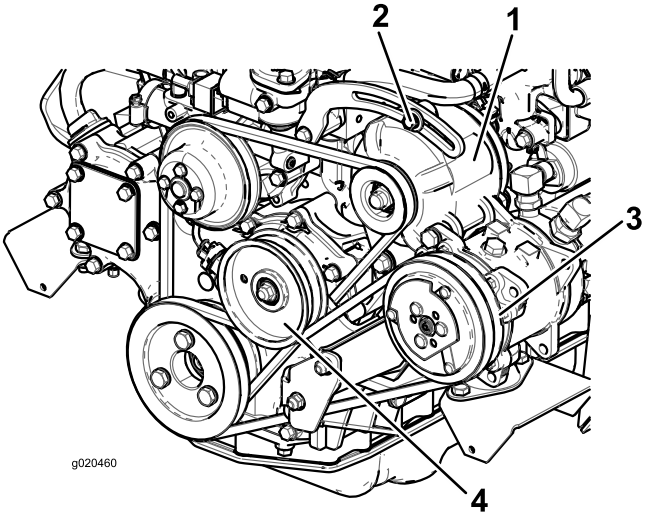

Figuur 69
Controleer de conditie en de spanning van de riem (Figuur 69) om de 100 bedrijfsuren.
2. Als de speling niet correct is (10 mm), moet u de montagebouten van de wisselstroomdynamo losdraaien (Figuur 69). Verhoog of verminder de spanning van de riem van de wisselstroomdynamo en draai de bouten vast. Controleer nogmaals de speling van de riem om zeker van te zijn dat de spanning correct is.
(Figuur 69). Verhoog of verminder de spanning van de compressorriem en draai de bouten vast. Controleer nogmaals de speling van de riem om zeker van te zijn dat de spanning correct is.